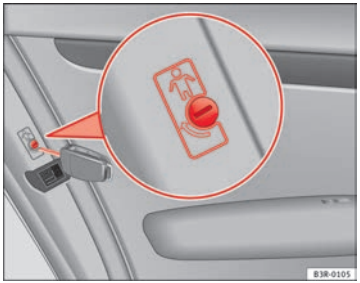

Abb. 76 Kindersicherung der hinteren Türen
– Drehen Sie den Schlüssel in Pfeilrichtung ⇒ Abb. 76.